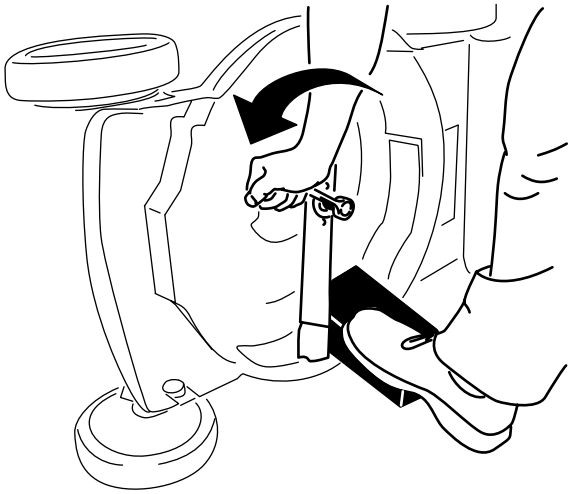

Figur 26
3. Bruk en treblokk til å holde kniven fast (Figur 26).
4. Fjern kniven, behold alle monteringsdeler (Figur 26).